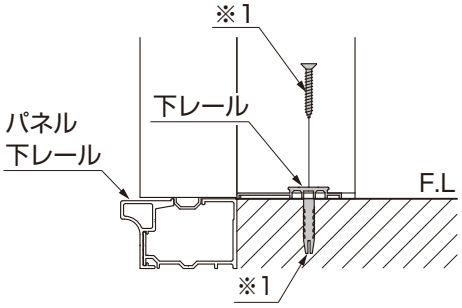

図7-5
①下レールをパネルの下レールに当たるように固定してください。(図7-5参照)